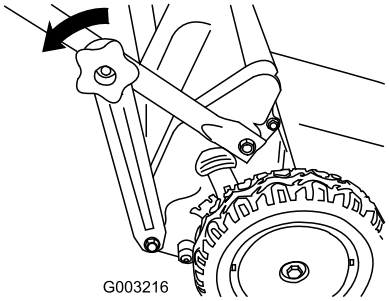

Figur 42
1. Ta bort de nedre handtagsvreden och lossa de nedre handtagsfästena från bägge de nedre sidorna (Figur 42).